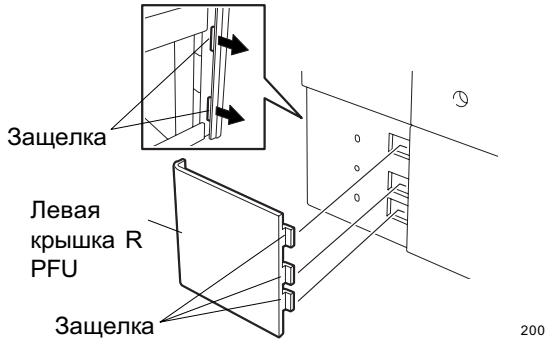

Fig. 6-8
11. Снимите левую крышку R PFU. (см. Fig. 6-8)